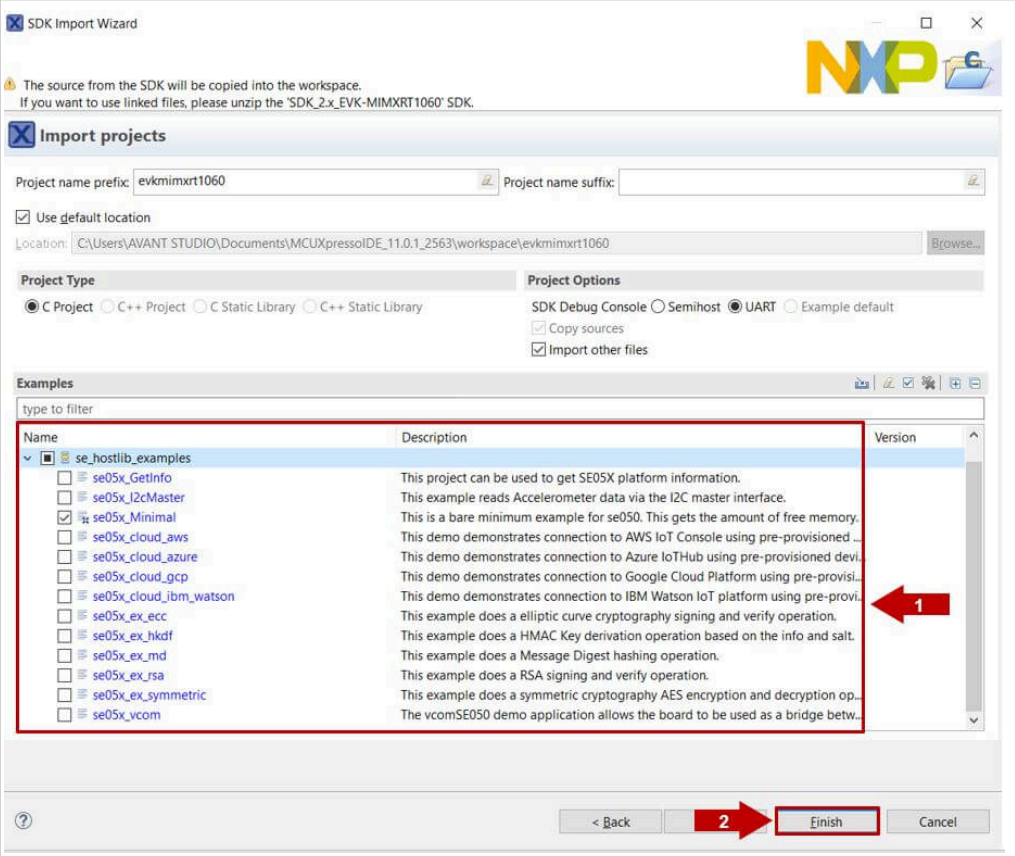

Figure 13. Select projects to import
3. Under the `se_hostlib_examples` drop down list, you have the list of supported project examples. Select the examples that you want to import in your MCUXpresso workspace and click on the *Finish* button as shown in Figure 13. In this case, we